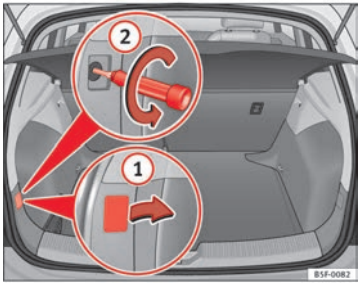

Fig. 151 Luggage compartment: Location of the bolt securing the tail light unit
– Remove the cover by prying the flat side of a screwdriver into the recess and remove the cover from the opening ⇒ Fig. 151 (1).
– Carefully loosen the screw located behind the cover with a screwdriver, turning it anti-clockwise (arrows) ⇒ Fig. 151 (2).